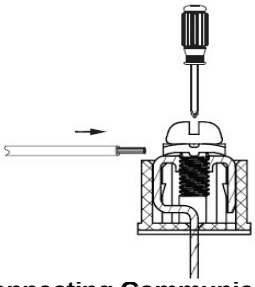

Fig. 43— Connecting Communication Wire To Outdoor Unit Communication Terminal
3. Use a screwdriver to secure the communication wire on the outdoor unit communication terminal as shown in Fig. 43.